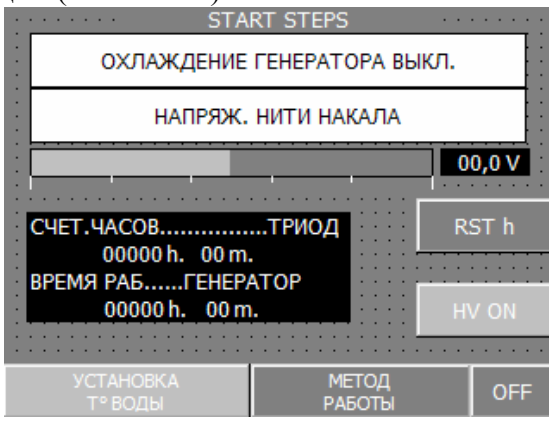
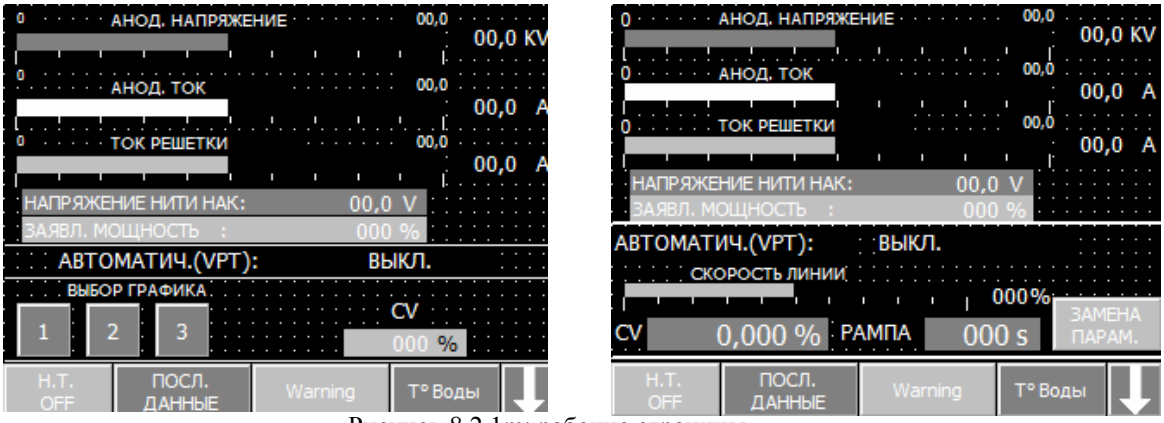

Рисунок 8.2.1e: страница start steps
Рисунок 8.2.1m: рабочие страницы
4. Если не обнаруживаются аномалии установки, в последствии появляется страница START STEPS; запускаются все вспомогательные устройства (насосы, калориферы, электронное питание) и процесс тока нити накала. Лампочка с надписью «НАПРЯЖЕНИЕ НИТИ НАКАЛА» мигает и становится фиксированной, когда ток достигает рабочего показателя, видного на графическом стержне, позволяя последующие операции.(Рис. 8.2.1e).
Со страницы рис. 8.2.1e, с помощью нажатия клавиши «МЕТОД РАБОТЫ», переходим к странице «ВЫБОР МЕТОДА РАБОТЫ» (рис. 8.2.1l). В зависимости от нажатой клавиши, можно выбрать один из следующих режимов:
В конце процедуры тока нити накала, контролируемой фиксированной лампочкой (рис. 8.2.1e), посредством клавиши “HV ON” (рис. 8.2.1e) можно включить **высокое напряжение,** с последующим появлением одной из двух рабочих страниц (рис. 8.2.1m).
С выключением только нагрева, после надписи аварийного сигнала, появляется рабочая страница (рис. 8.2.1m).